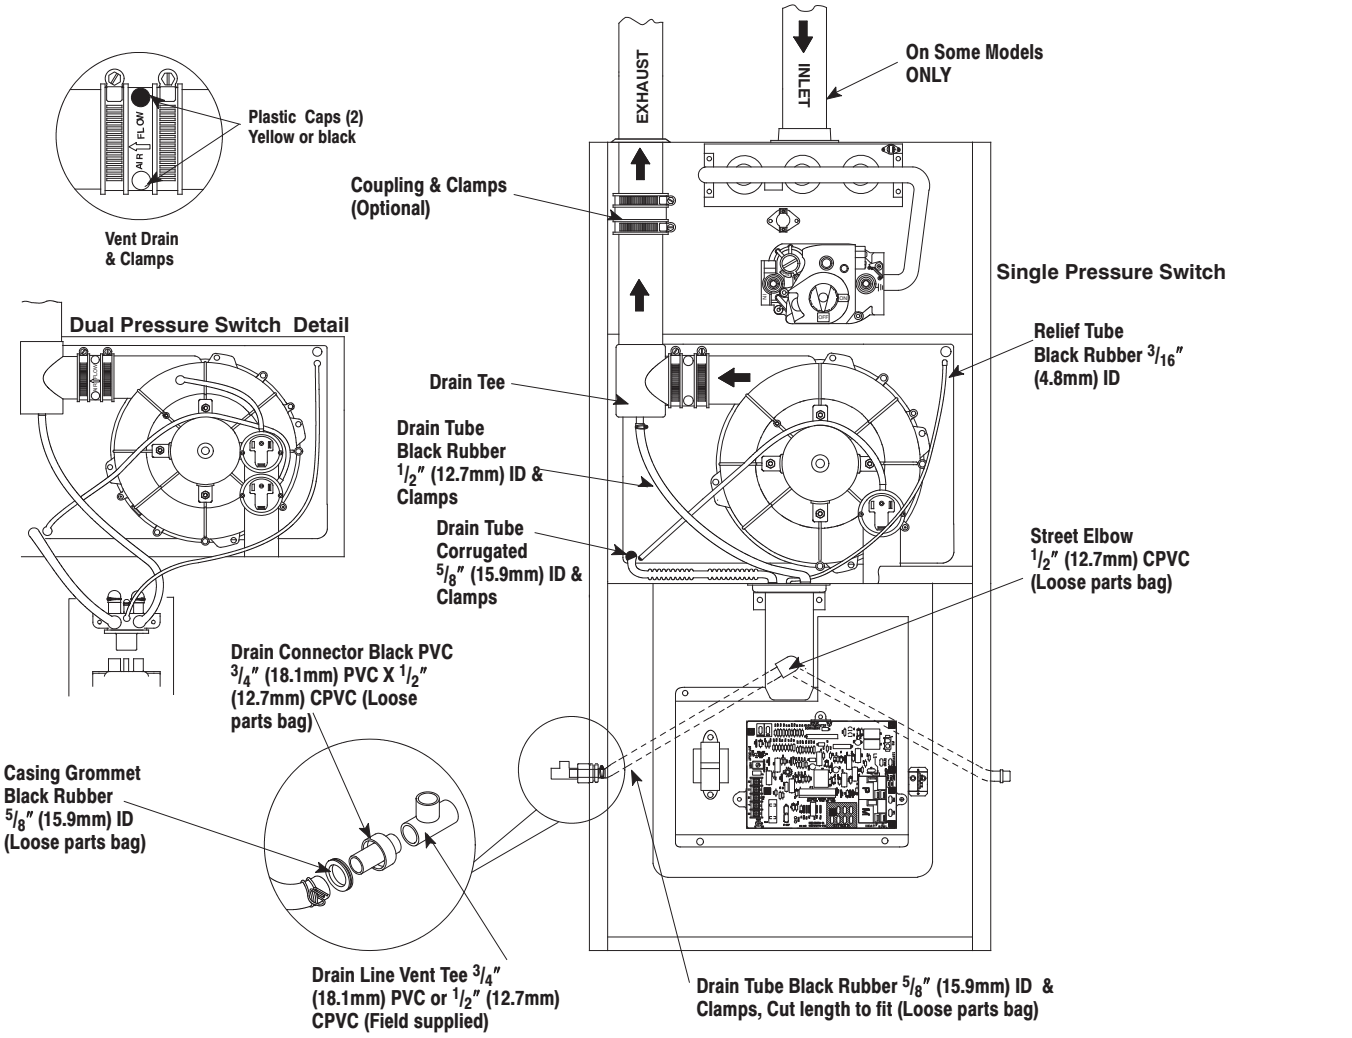

Fig. 6 - Upflow Installations Top Vent
5. If condensate trap is located in left-or right-hand side of furnace casing, proceed to item 6, otherwise remove trap and tubing as described below. (See top Fig. 6, 7, or 8.)
9. Reassemble motor and blower wheel by reversing items 8b through 8f. Ensure wheel is positioned for proper rotation. Be sure to reattach ground wire. Tighten setscrew to 140 to 160 in.-lb torque.
b. Connect condensate trap drain tubes. See Fig. 6, 7, or 8.
9. Reconnect pressure switch tubes to gas valve and intake housing. Refer to tube routing label on main furnace door for proper tube location. Be sure tubes are not kinked. (See Fig. 6 - 14.)
6. Disconnect drain tube from inducer housing. (See Fig. 6 – 14.)
12. Reconnect pressure tubes to pressure switch. See diagram on main furnace door for proper location of tubes. Be sure tubes are not kinked. (See Fig. 6 – 14.)